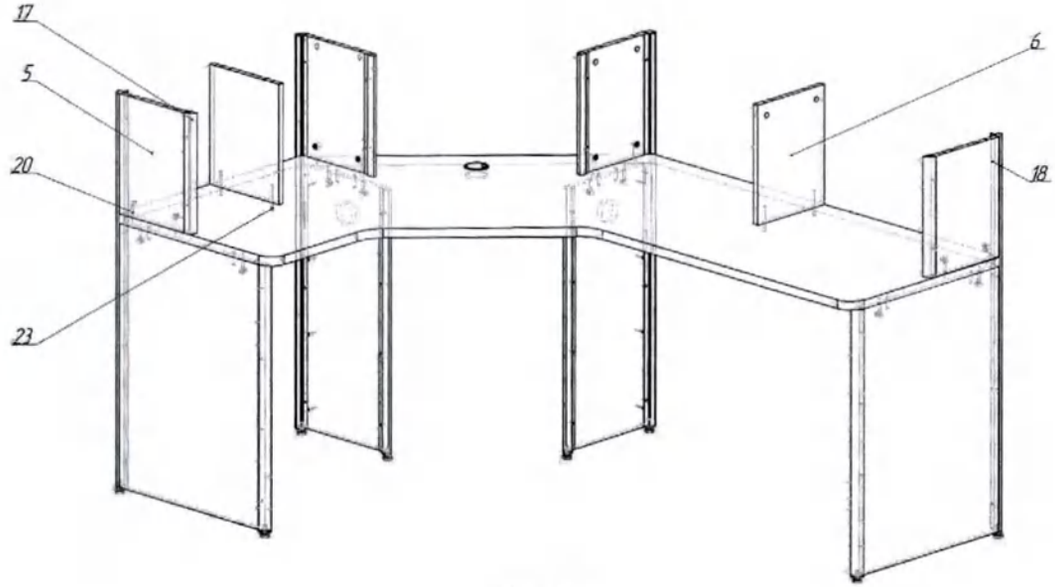

Рис.5
4.13.Установить ранее собранные стойки надстройки на столешнице так, чтобы головки штоков и шканты вошли в подготовленные отверстия панелей. **Особого давления на панели не прилагать** (рис. 5).
4.14.С помощью крестовой отвертки или ключа, поворачивая по часовой стрелке эксцентрики, притянуть панели надстройки к столешнице стола. Закрыть эксцентрики заглушками (рис. 5) (22).
4.15.Дополнительно закрепить панели надстройки на передних профилях при помощи саморезов 3,5х16 (рис. 5) (18).
4.16.Закрепить средние панели надстройки при пом и евровинтов 7х70 (рис. 5) (23).